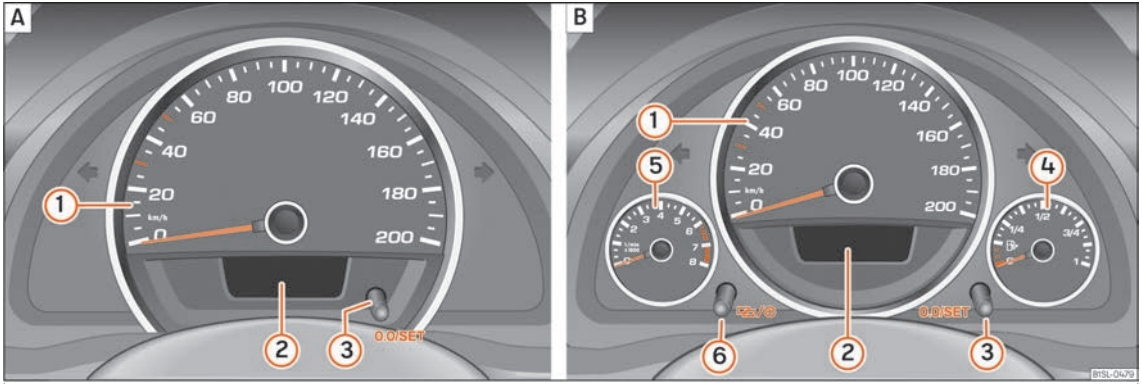

Fig. 96 Instrument panel, on the instrument panel: variant 1 (A) and variant 2 (B).
Details of the instruments ››› Fig. 96:
A variety of information can be viewed on the instrument panel display ››› Fig. 96 ②, depending on the vehicle equipment:
The inspection message appears on the instrument panel display ››› Fig. 96 ②.